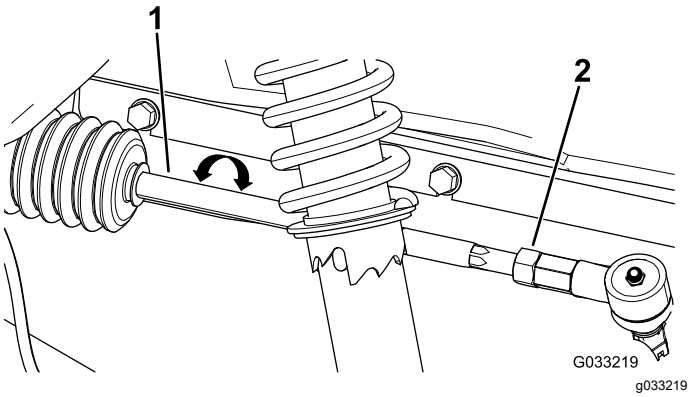

Figuur 49
2. Als deze afstand buiten het bereik van 0 tot 6 mm valt, moet u de contramoeren aan het uiteinde van de spoorstangen losdraaien (Figuur 49).